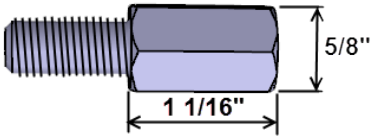

FIGURE 3
4. Inspect the stud adapter included in your kit. The hex section (between two flat surfaces) **must measure 5/8 inch (16mm)** (**FIGURE 3**).